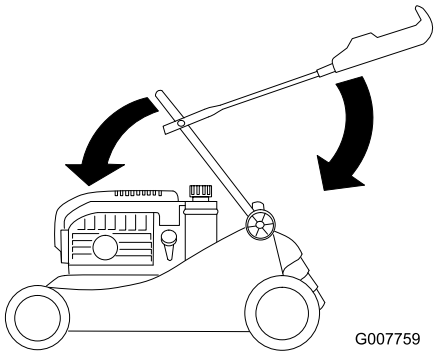

Figur 34
3. För försiktigt den nedre handtagsdelen framåt tills den vilar på motorn (Figur 34).
4. För försiktigt den övre handtagsdelen bakåt tills den vilar platt (Figur 34).